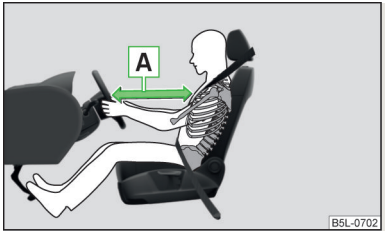

Fig. 8
- Es importante que el conductor y el acompañante mantengan una distancia mínima de 25 cm con respecto al volante o al tablero de instrumentos A » fig. 8. Si no respeta la distancia mínima, el sistema de airbag no podrá protegerle. ¡Peligro de muerte! Además, los asientos delanteros y los reposacabezas siempre deben estar correctamente ajustados a la estatura del ocupante.